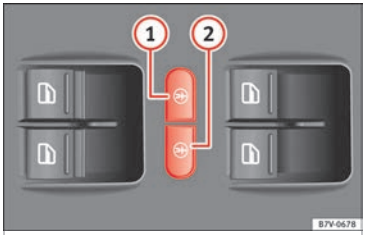

Fig. 137 In the driver door: electric child safety locks buttons
The electric child safety lock avoids opening and locking of the sliding door and its electric windows from the inside so that children cannot accidentally open the door while the vehicle is being driven. Using the left-hand ››› Fig. 137 ① or right-hand side ② button, the childproof lock is activated on the left- or right-hand side respectively.
To switch system on:	Press the button ››› Fig. 137 ① or ②.